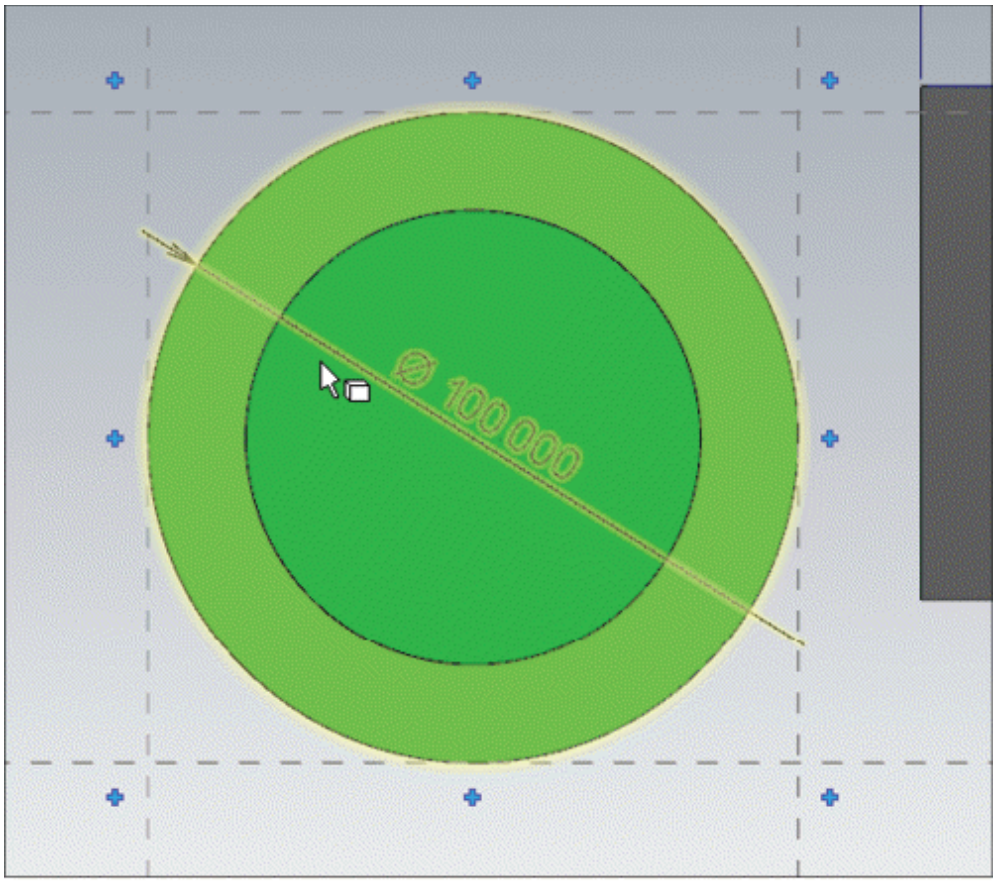

Figure-11. Diameter dimension attached to cursor
- Select desired circular curve/edge. The dimension will get attached to cursor; refer to Figure-11.